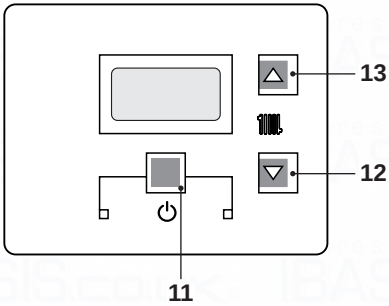
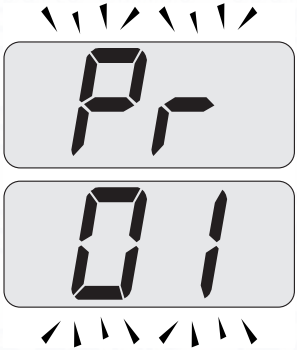
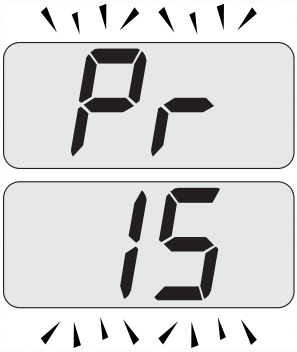

Fig. 7.20
Fig. 7.21
Fig. 7.22
- Enter in "programming mode" by pressing keys 11 - 12 - 13 (Fig. 7.20) for 10 seconds at the same time until the letters **Pr** that alternate with code 01 are displayed on the LCD display, indicating that "parameter **01**, has been activated (Fig. 7.21).
- Scroll the various parameters using keys 12 or 13 until the letters **Pr** that alternate with code **15** are displayed on the LCD display, indicating that "parameter 15" (Fig. 7.22) has been activated.
- Press keys 11 and 13 (Fig. 7.20) at the same time until the value of parameter 15 (Fig. 7.23) is displayed on the LCD display.
- By pressing key 11 (Fig. 7.20) confirmation of the inserted value is obtained.
- Press keys 11 and 12 (Fig. 7.20) at the same time to exit without changing the value (return to the parameters list Fig. 7.22).
- Press keys 11 - 12 - 13 (Fig. 7.20) at the same time for 10 seconds to exit the "programming mode.
comfortable, the flow temperature of the heating plant can be increased or reduced by ± 15°C by acting on keys 12 (reduce) and 13 (increase) (Fig. 7.20).